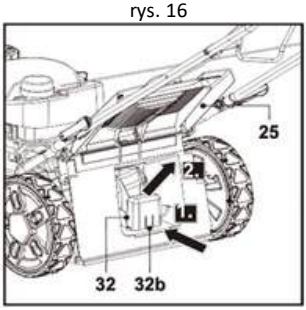

rys. 17
2. Ściśnij zatrzask blokujący (32b) i zwolnij go z otworu rynny wyrzutowej (29a), a następnie wyjmij wkład mulczujący (32) (rys. 17).